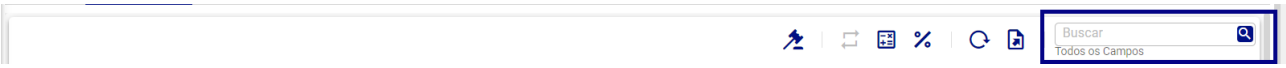

Figura 204: Campo de Busca
- **Campos de Busca (Figura 204):** Possibilita localizar registros específicos no painel superior.